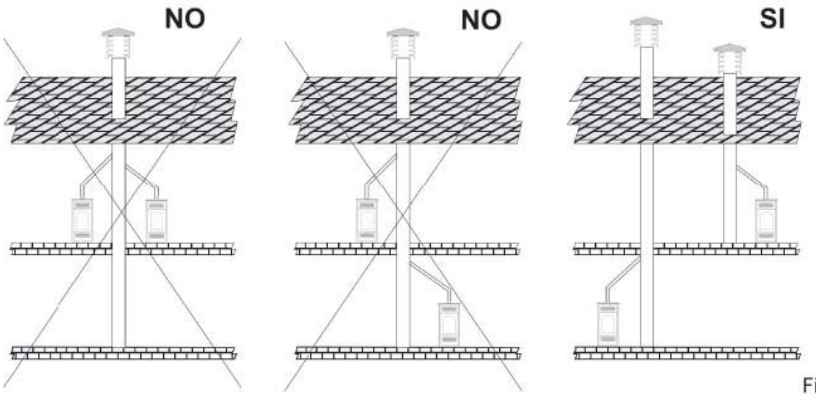

Fig 1
-Non dovrà essere collegato nessun altro caminetto, cucina, caldaia, o cappa aspirante di nessun tipo (*fig.1*).